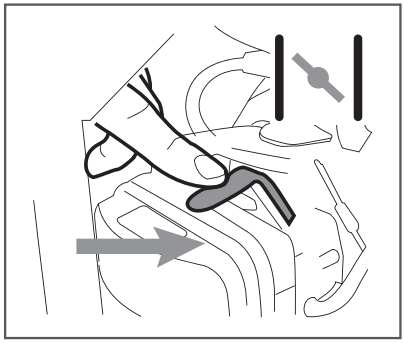

Рис. 13 Закрытие воздушной заслонки карбюратора
5. Закройте воздушную заслонку карбюратора. Для этого переведите рычаг управления воздушной заслонкой в крайнее правое положение (Рис. 13).